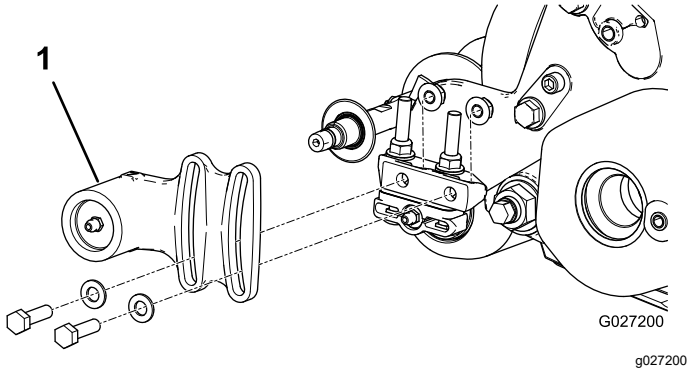
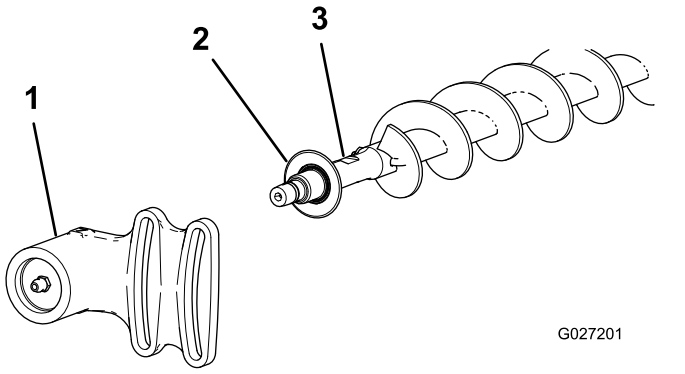

Figur 21
Figur 22
1. Hvis det monteres valsebørste på klippeenheten, skal de to boltene, skivene og mutterne som fester det ikke-drivende lagerhuset til lagerhusets monteringsbrakett, fjernes (Figur 21 og Figur 22).
2. Før det ikke-drivende lagerhuset og pakningen av børsteakselen (Figur 22).
9. Monter pakningen og det ikke-drivende lagerhuset på børsteakselen (Figur 22).